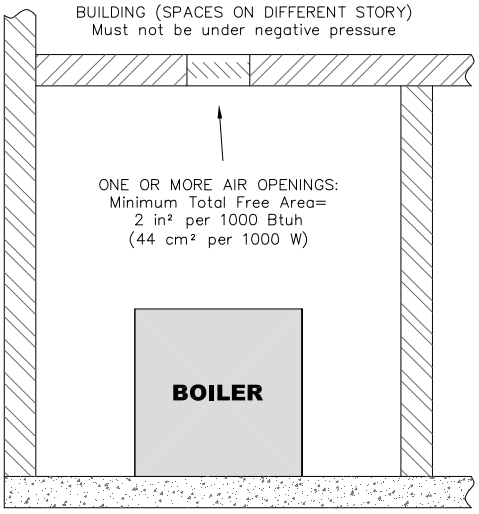

Figure 1.4: Air Openings – All Air from Indoors on Different Floors
b. Combining Spaces on Different Floors: Provide one or more permanent openings communicating with additional spaces that have a total minimum free area of 2 in^2 per 1000 Btu/hr (44 cm^2 per 1000 W) of total input rating of all equipment. See Figure 1.4 for an illustration of this arrangement.